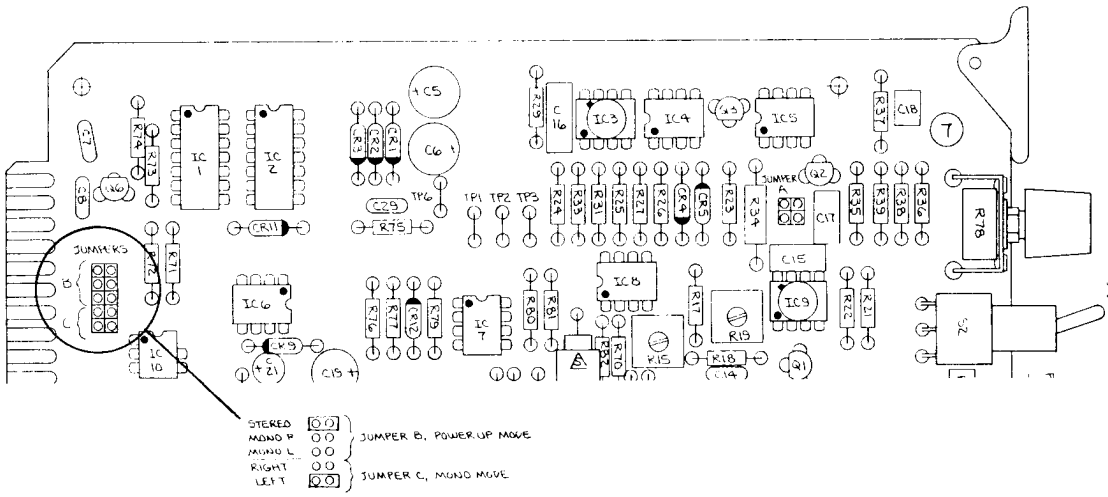

Fig. 3-2: STEREO/MONO INITIALIZATION JUMPERS
1) **Powerup Mode:** The 8182A/SG is shipped to power up in STEREO mode. To restrap so that it powers up in either MONO LEFT or MONO RIGHT mode, you must move a jumper plug on Card #7 according to Fig. 3-2.
2) **Stereo/Mono Switch:** The front-panel STEREO/MONO switch ordinarily forces MONO LEFT mode when MONO is selected by this switch. If MONO RIGHT is desired, move a jumper plug on Card #7 according to Fig. 3-2 above.